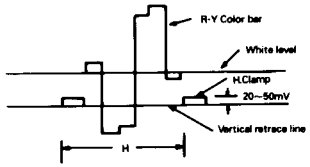

Figure 10
(4) Connect the scope to TP502 (pin 60 of IC501).
(5) Adjust L501 so that the white level in picture part may reach to the vertical retrace line (See figure 10.)